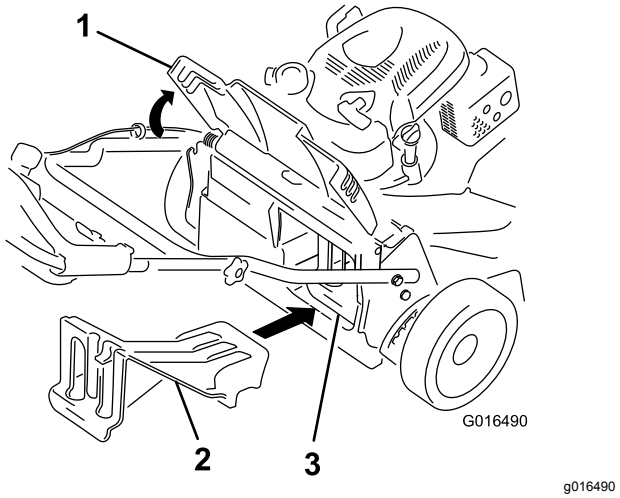

Rysunek 25
- Jeśli zaślepka wyrzutu do tyłu nie jest zamontowana, złap ją za uchwyt, podnieś drzwi tylne i włóż ją do tunelu wyrzutu w tył tak, aby zatrzask uległ zablokowaniu na miejscu; patrz Rysunek 25.
Ważne: **Przed rozpoczęciem recyklingu ścinków sprawdź, czy zaślepka wyrzutu do tyłu jest zamontowana (Rysunek 25).**